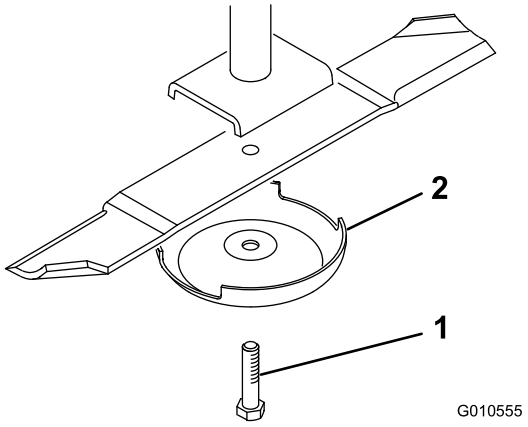

Figura 6
1. Agarre a extremidade da lâmina utilizando uma luva grossa. Retire o parafuso da lâmina, o recipiente antidanos e lâmina do eixo (Figura 6).